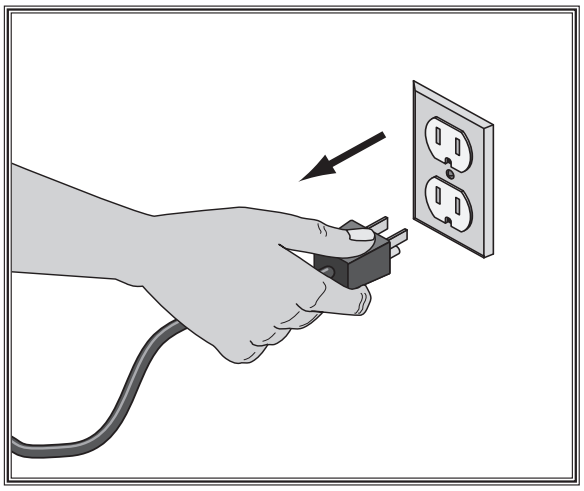

Figure 19. Disconnecting power.
2. Grasp the molded plug and pull it completely out of the power supply receptacle, as shown in **Figure 19**. DO NOT pull by the cord as this may damage the wires inside.